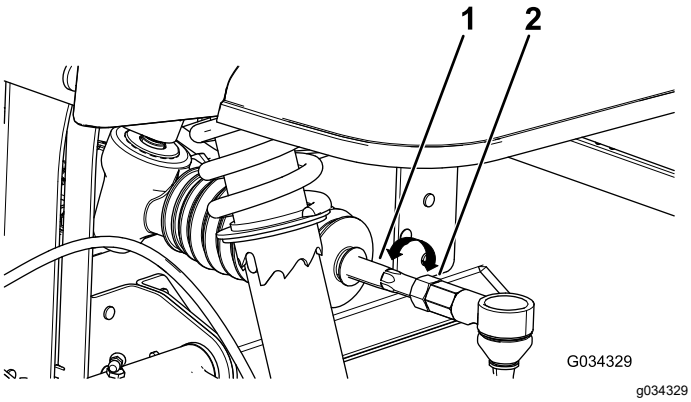

Figura 47
4. Se a medição obtida não se situar entre 0 e ± 3 mm, desaperte as porcas de retenção nas extremidades das barras (Figura 47).